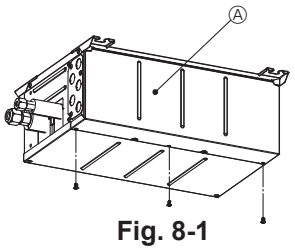
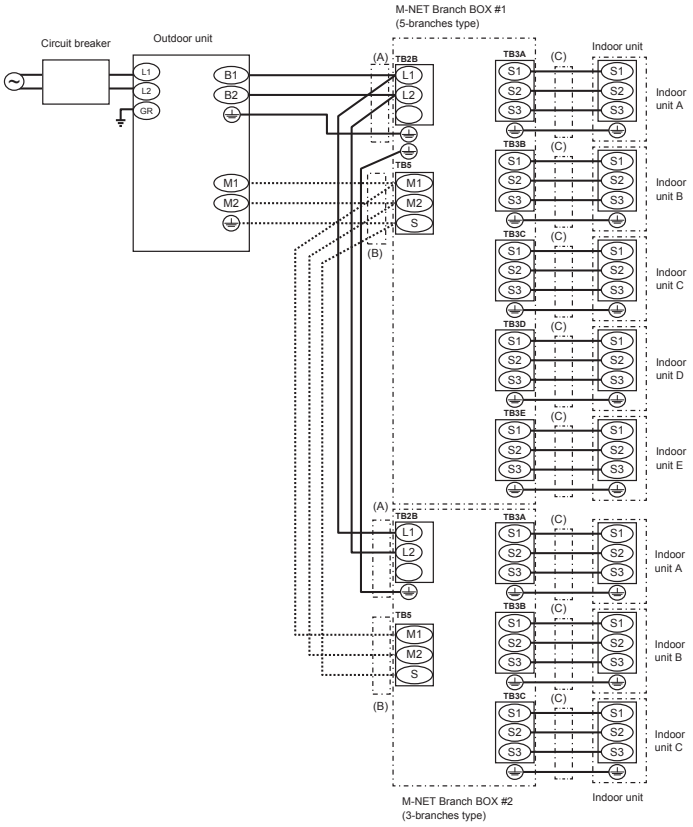

Fig. 8-1
Fig. 8-9
(1) Remove the electric cover. (Fig. 8-1)
(2) Remove the conduit cover.
(3) Pass the wiring into the branch box through the conduit plate and fix with the conduit plate. (Refer to 8.1.)
(4) Firmly connect each wire to the appropriate terminal block. (Fig. 8-9)
(5) Set dip sw. (Refer to 8.3.)
(6) Replace the electric cover.
8.2. External wiring procedure (Fig. 8-9)